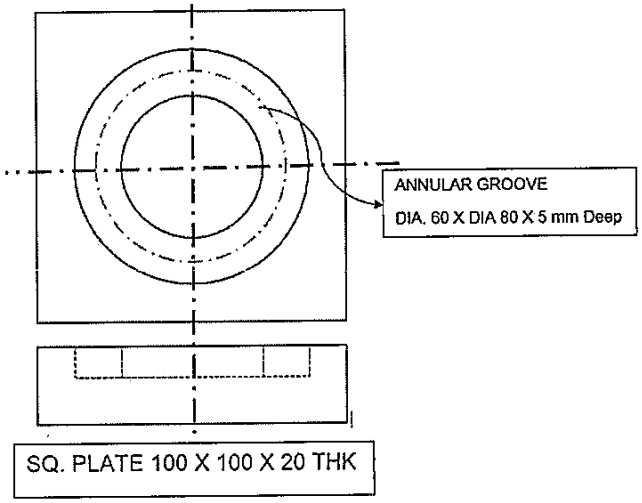

Figure 2. Q. 5(b)
b) Write CNC part programming for machining slot with 8 mm diameter end milling cutter as shown in figure 2 in MS plate of 100mm × 100mm × 25mm thick plate. Assume suitable cutting data. **[12]**